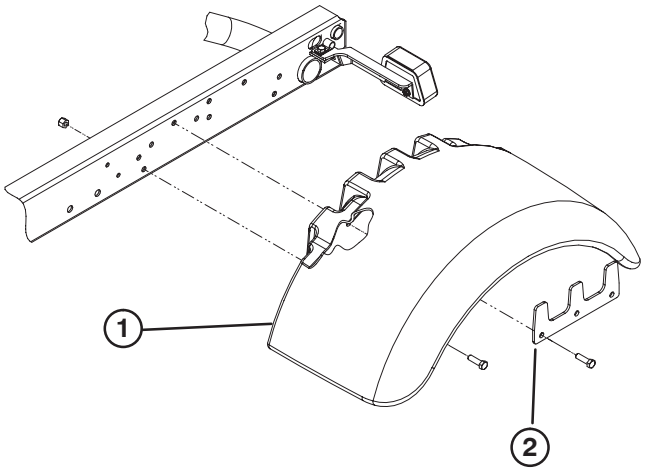

Bild 2
4. Befestigen Sie einen Kotflügel lose mit einer Stützplatte an jeder Seite des Rahmens, (5) 3/8 x 1–1/4 Zoll langen Kopfschrauben,und einer Sicherungsmutter, siehe Bild 2.